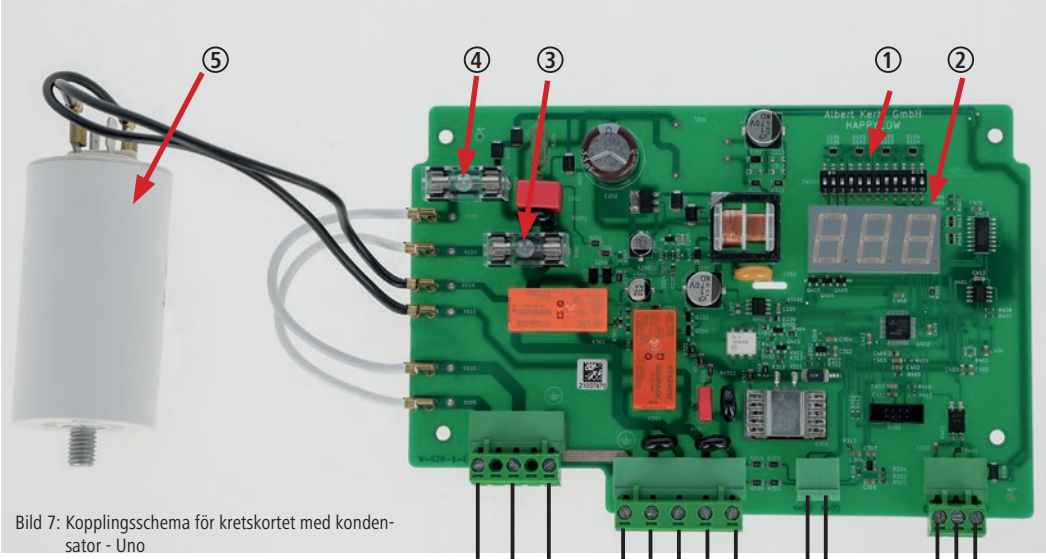

Bild 7: Kopplingsschema för kretskortet med kondensator - Uno
Cykeltiden är fabriksinställd på 60 sekunder. Vid behov kan den justeras med hjälp av Dip-Switch-elementet på kretskortet (bild 7 – pos. 1) till ett värde mellan 10 och 300 sekunder. Cykeltiden får endast ställas om på nytt efter kontakt med Kerbl Service. Standardinställningen och därmed den optimala inställningen för kreatursborsten HAPPYCOW Uno är T3.
Säkring 6, 3 A (bild 7 – pos. 3+4) på kretskortet har bränts eller hamnat ur position.	• Koppla från styrsystemet från strömförsörjningen och säkra den mot att slås på igen. • Kontrollera att säkringarna sitter ordentligt. Byt ut defekta säkringar. (Bild 7 – pos. 3+4) • Om fortfarande inget visas på displayen vid omstart efter utbytta säkringar är moderkortet defekt.